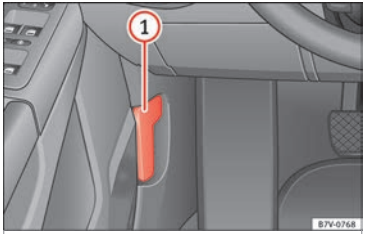

Fig. 162 In the footwell on the driver side: Lever for unlocking the bonnet
- Pull the release lever ››› Fig. 162 in the direction of the arrow. The bonnet is released from the lock carrier by a spring mechanism ››› ⚠.